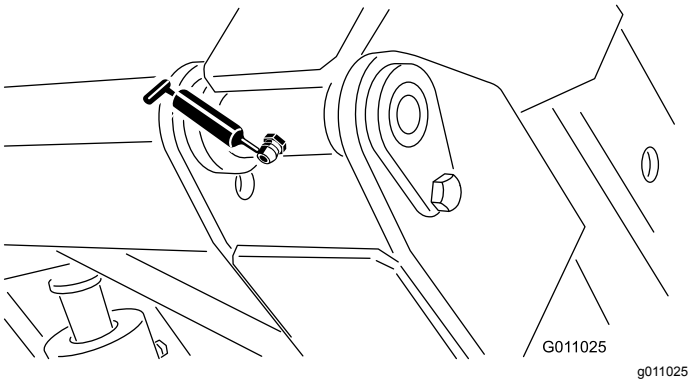

Figur 33
- Beholderaksel (øvre) (2) (Figur 33)